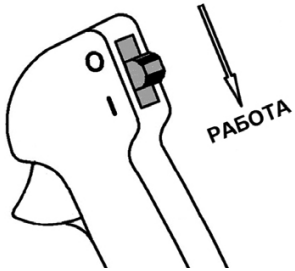

Рис. 12 Выключатель зажигания в положении «I»
5. Выключатель зажигания установите в положение «I» Рис.12.